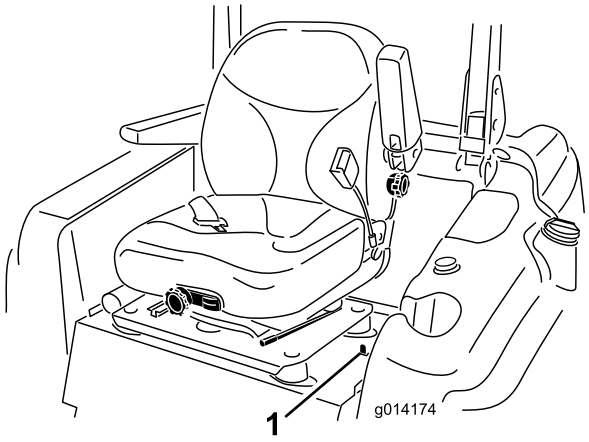

Figur 1
4. Flyt sædelåsen i sædets venstre side tilbage for at frigøre sædet og træk sædets øverste del fremad, indtil sædets lås griber fat i sædets støtteplade (Figur 1).